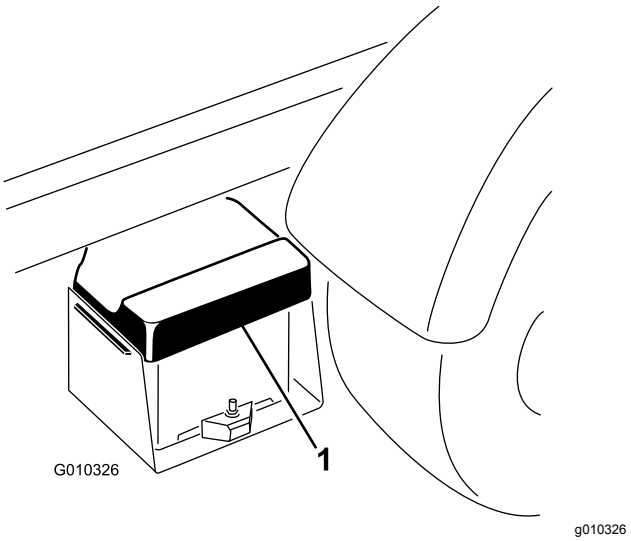

Figur 51
1. Klem på batteridækslet for at løsne tapperne fra batteribundpladen, og fjern batteridækslet fra batteribundpladen (Figur 51).